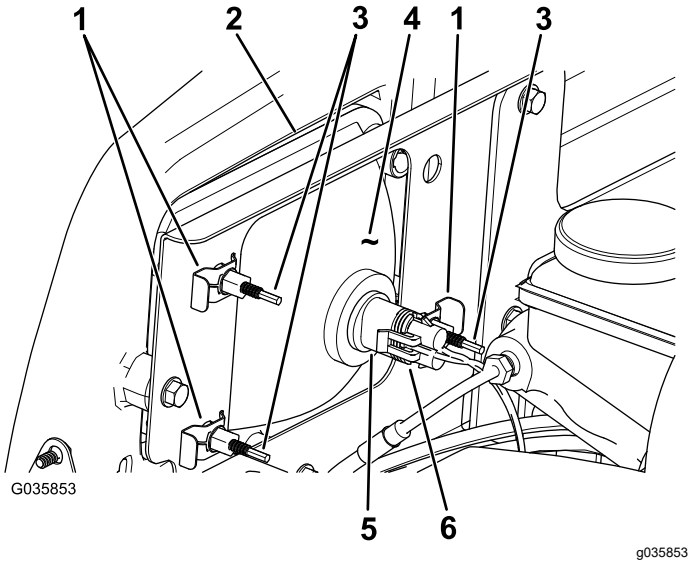

Figura 45
3. Desligue o conector elétrico para a cablagem do conector do conjunto da lâmpada (Figura 45).
4. Retire os clipes rápidos que fixam o farol ao respetivo suporte (Figura 45).
5. Retire o conjunto do farol movendo-o para a frente através da abertura no pára-choques dianteiro (Figura 45).
6. Instale o novo farol através da abertura no pára-choques (Figura 45).
8. Ligue o conector elétrico para a cablagem ao conector do conjunto da lâmpada (Figura 45).
2. Na parte traseira do conjunto de faróis, rode os parafusos de ajuste (Figura 45) para inclinar o conjunto dos faróis e alinhar a posição do feixe.